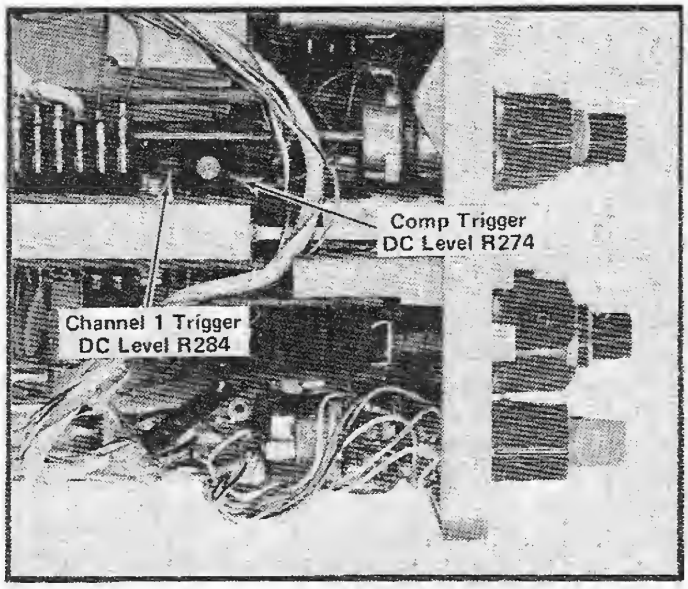

Fig. 5-11. Location of trigger DC level adjustments.
c. ADJUST—Comp Trigger DC Level adjustment R274 (see Fig. 5-11) for a stable display.
f. ADJUST–CH 1 Trigger DC Level adjustment R284 (see Fig. 5-11) for a stable display.